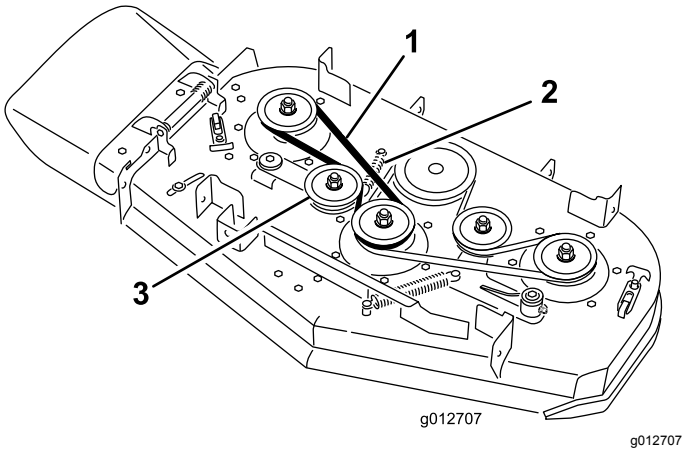

Rysunek 64
5. Zdejmij prawy pasek podwozia tnącego kosiarki (Rysunek 64).
7. Załóż wcześniej zdjęty lub nowy pasek wokół prawych kół pasowych podwozia tnącego i jałowego koła pasowego (Rysunek 64).